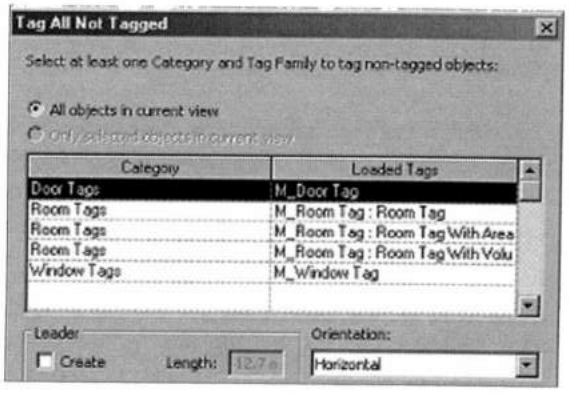

Рис. 33.6. *Выбор категорий элементов для маркирования*
1. На ленте **Annotate** в разделе **Tag** выбрать команду **Tag All** (Марки для всех), открыть одноименный бокс (рис. 33.6).